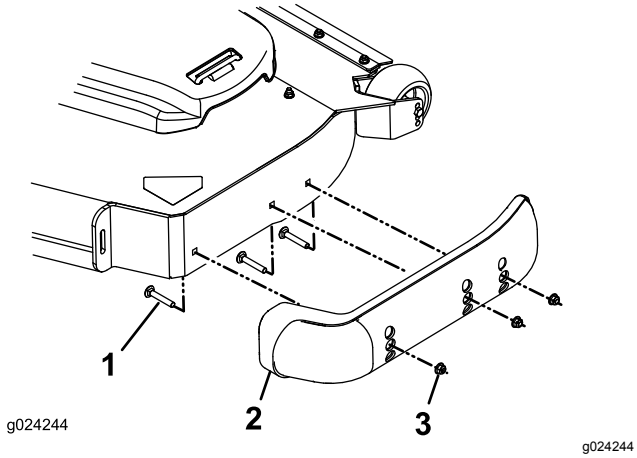

**Figuur 36**
3. Verwijder de slotbouten en de moeren van de glijders (Figuur 36).